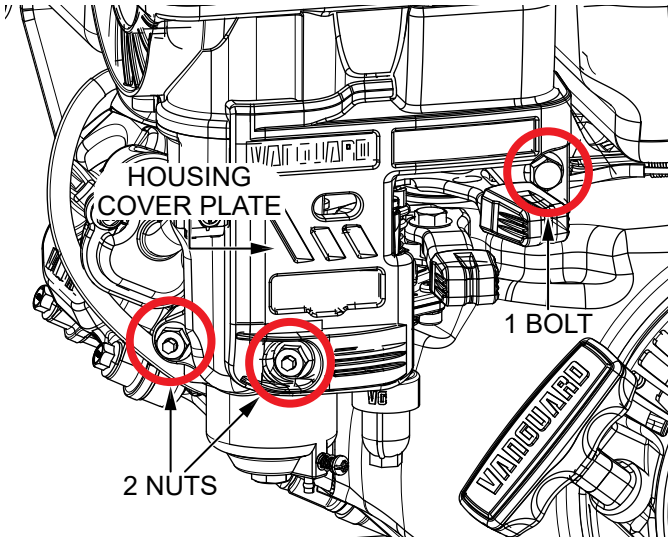

Figure 10. Housing Cover Plate And Hardware
5. Using a 10 mm socket, remove the **2 nuts and 1 bolt** (Figure 10) securing the **housing cover plate** to the engine. Remove the cover plate and set it aside. Retain the hardware for later.
14. Reinstall the **housing cover plate** (Figure 10) and secure it using the **bolt** and **two nuts** that were removed earlier.